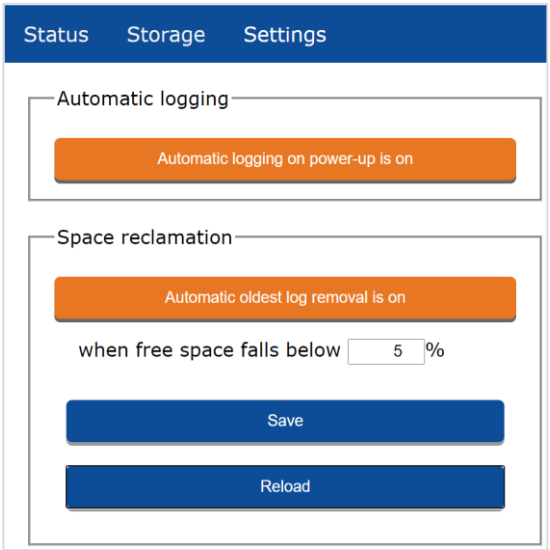

**Fig. I.7.**
- Logger: The “Logger” tab from the Settings drop-down menu gives the user the ability to toggle on or off “Automatic logging”. This window can be seen in Fig. I.7.
To configure automatic logging, click on **"Settings"** and then select the **"Logger"** tab shown in the main menu. Then proceed to toggle the button labeled "Automatic logging on power-up is on" which is shown in Fig. I.7.